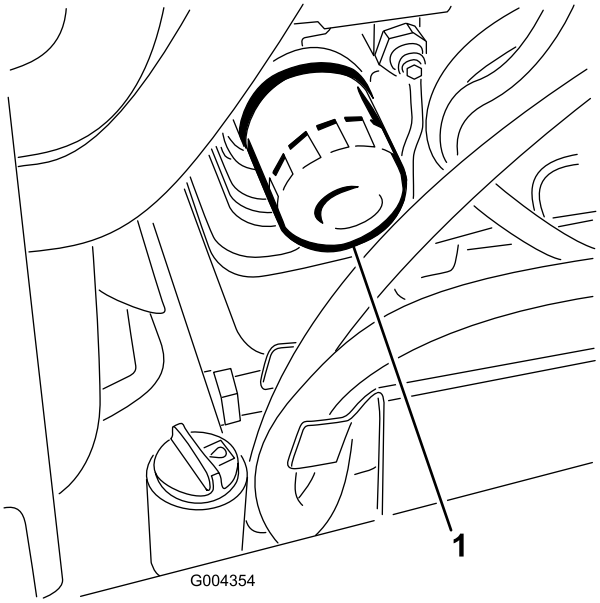

Figur 35
3. Ta bort det gamla filtret (Figur 35) och torka rent ytan på filteradapterpackningen.